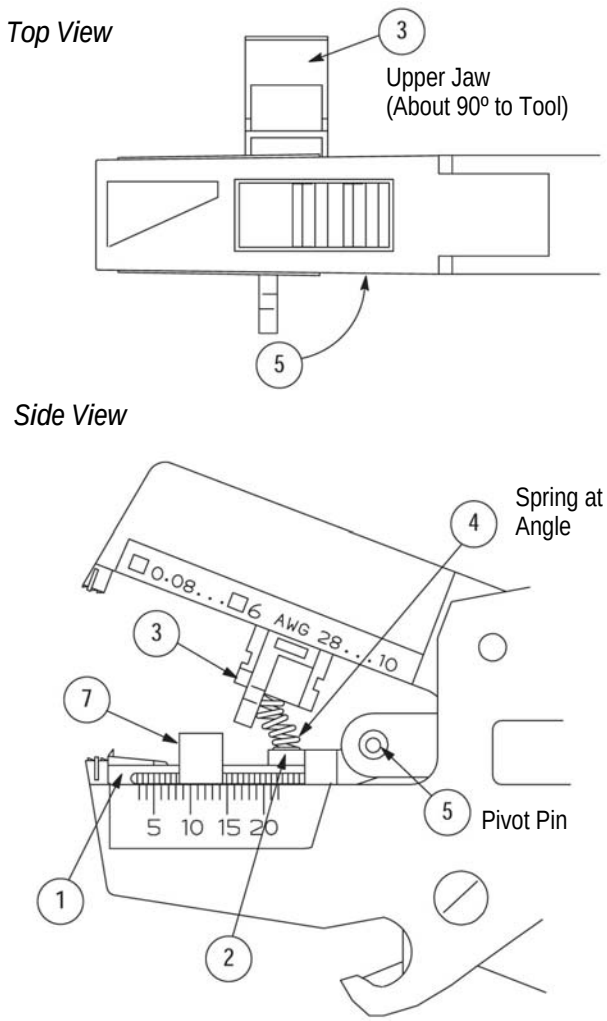

Figure 6
5.2. Jaw Installation (Figure 6)
4. Insert the spring into the upper stripping jaw by bending it at an angle as shown in Figure 6.